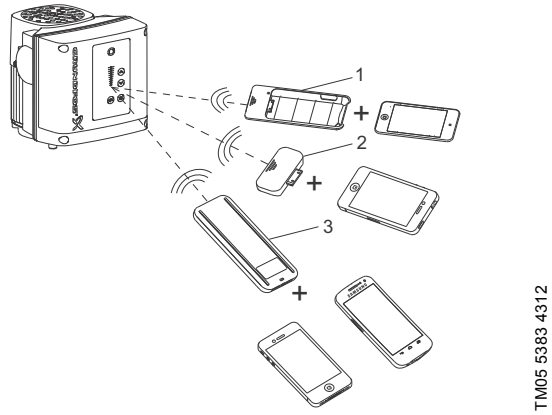

Rys. 34 Komunikacja pomiędzy przyrządem Grundfos GO a pompą drogą radiową i w podczerwieni
Grundfos GO oferuje trzy różne interfejsy mobilne (MI). Patrz rys. 34.